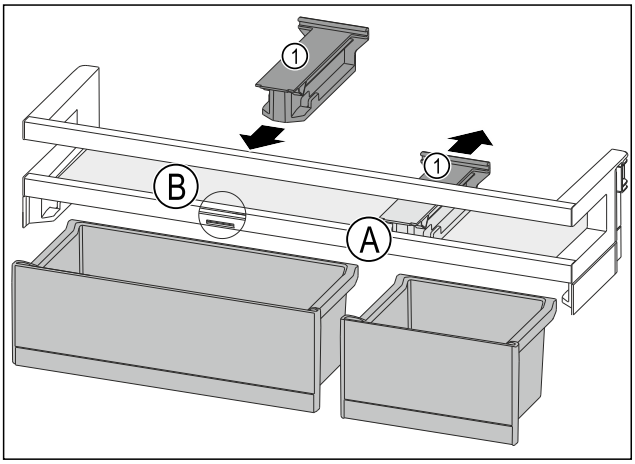

Fig. 162
▶ Retirer la pièce de retenue *Fig. 162 (1)* en position *Fig. 162 (A)* vers l'arrière.
▶ Mettre la pièce de retenue *Fig. 162 (1)* en position *Fig. 162 (B)*.